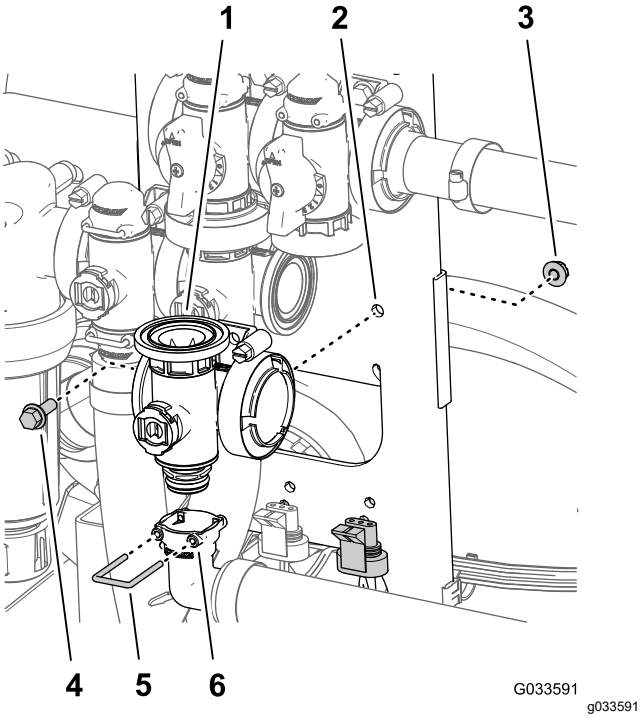

Figure 132
5. Align the socket of the 90° outlet fitting onto the coupling fitting at the at the bottom of the manifold for the master-boom valve (Figure 132).
6. Secure the outlet fitting coupling fitting by inserting a retainer into the socket of the outlet fitting (Figure 132).